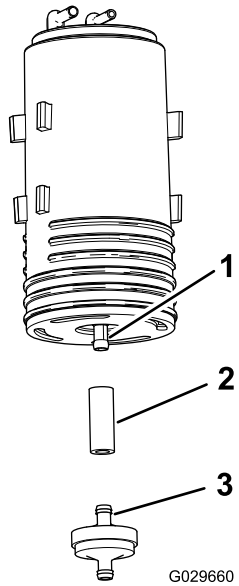

Figuur 55
4. Verwijder het koolstofhouderfilter en het korte gedeelte van de slang van de onderste fitting van de oude koolstofhouder (Figuur 55).
5. Monteer de slang op de onderste fitting van de nieuwe koolstofhouder (Figuur 55).
6. Steek de fitting van een nieuwe koolstofhouderfilter in de slang (Figuur 55).